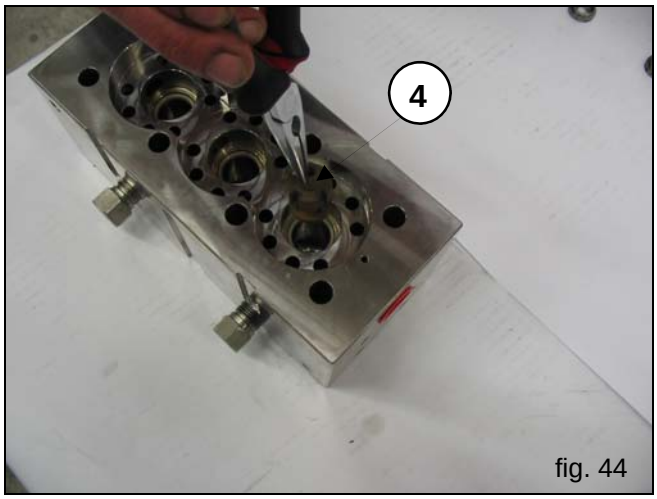

fig. 44
F) Extract the outlet plates ③ and their respective guides ④ with their springs, as indicated in fig. 44 – 45, check their conditions, replace if necessary and at the intervals necessary as indicated in chapter 11 (fig.17) of the use and maintenance manual.